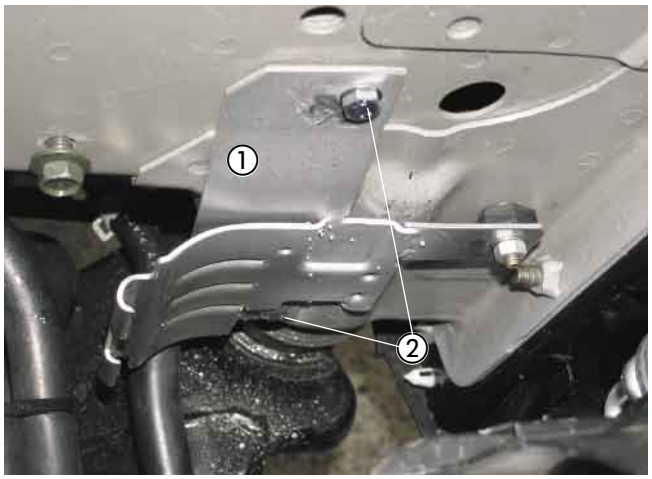

Bild 4
① vorhandene Bohrungen mit Blindnietmuttern M6
② Sickenbohrung Ø 8 mm gefertigt
③ gefertigte Bohrung Ø 9 mm mit Blindnietmutter
Den Halter Heizgerät als Schablone nutzen und an diesen beiden Befestigungspunkten ① anhalten (spätere Einbaulage siehe auch Bild 4).